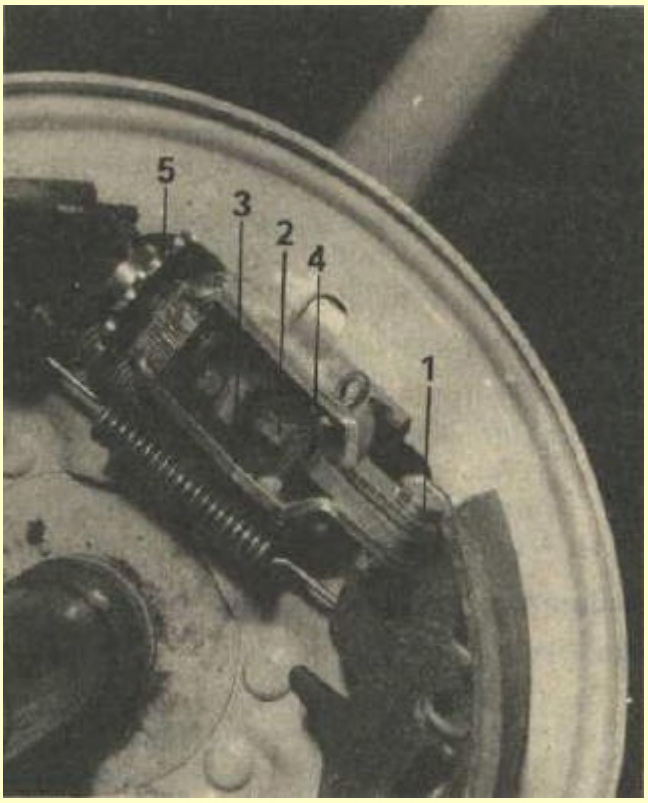

Bild 4.59. Spreizschloss der mechanischen Radbremse
- Splint am Bolzen (Bild 4.59) geradebiegen und herausziehen.